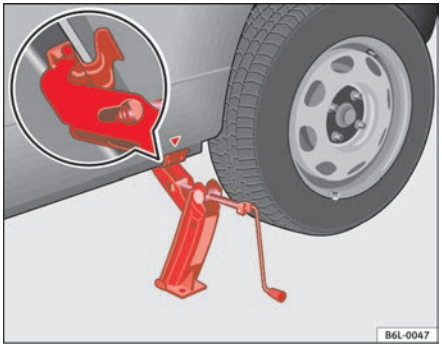

Fig. 137 Fitting the jack
– Align the jack so that the arm of the jack fits around the rib under the door sill and the movable base plate of the jack is flat on the ground ⇒ fig. 137.